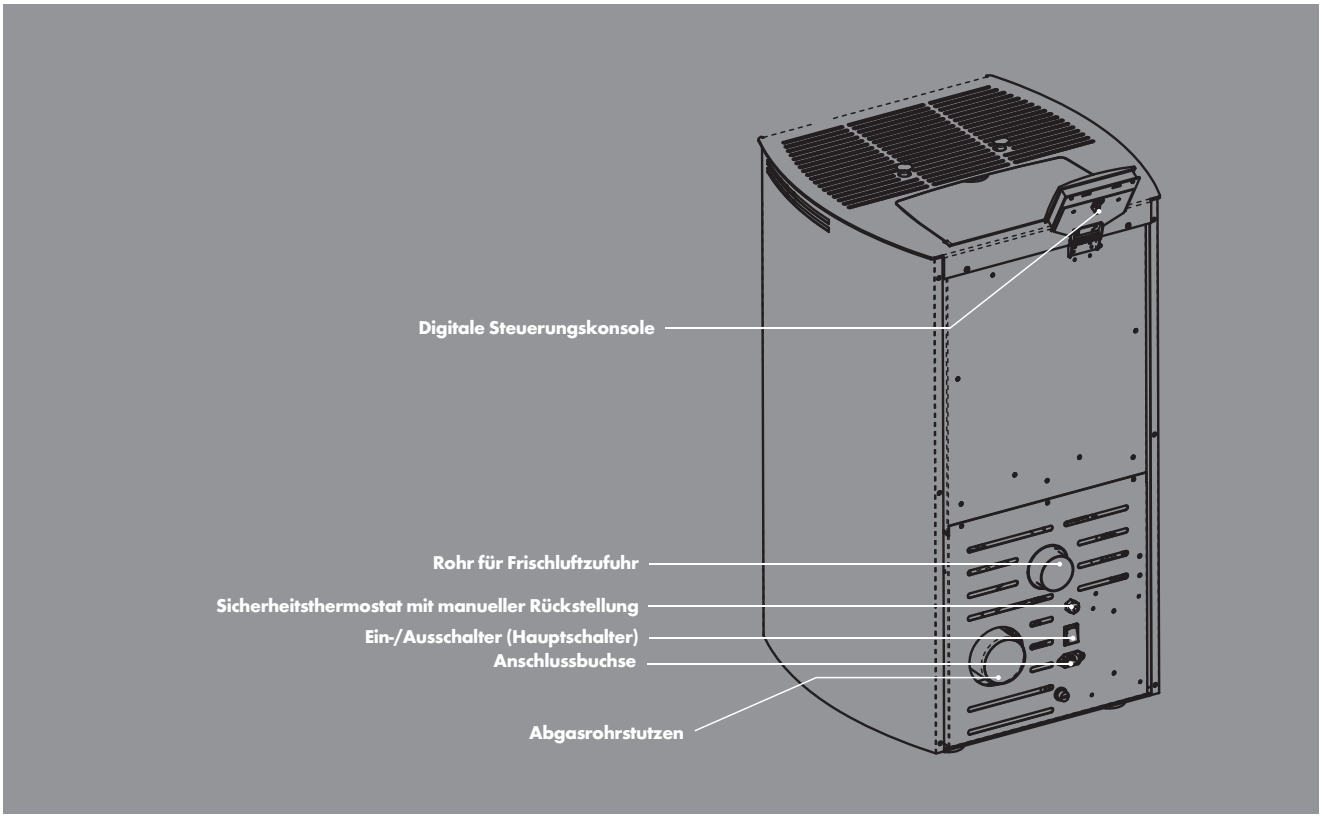
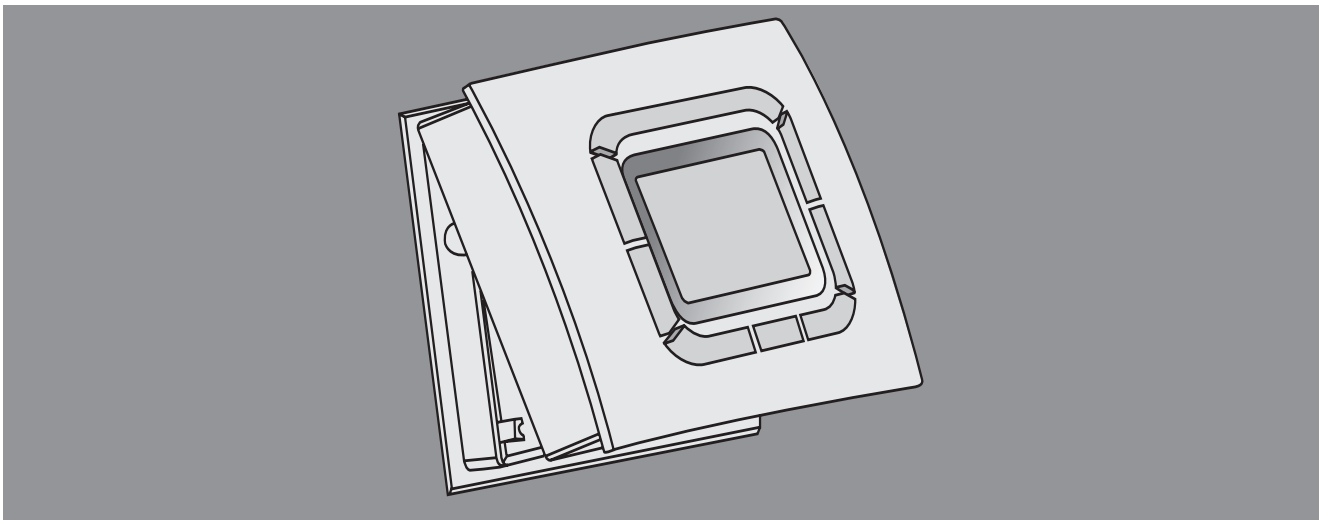

Abb. 1a: Geräteübersicht (Abbildung modellabhängig)
Abb. 2: Display-Montage
- Schalten Sie im Falle eines Schornsteinbrandes den Ofen sofort am Ein-/Ausschalter (Hauptschalter, siehe Abb. 1a) ab und ziehen Sie den Netzstecker aus der Steckdose. Versuchen Sie auf keinen Fall den Brand selbst zu löschen. Schütten Sie niemals Wasser in einen brennenden Schornstein. Rufen Sie unverzüglich die Feuerwehr! Lassen Sie zur Identifizierung der Brandursache den Schornstein unbedingt von Ihrem Bezirksschornsteinfeger überprüfen, bevor Sie den Pellet-Heizofen wieder in Betrieb nehmen.
- Schalten Sie den Ofen sofort am Ein-/Ausschalter (Hauptschalter, siehe Abb. 1a) ab, wenn aus irgendeinem Teil des Ofens oder des Abgasrohrs Rauch entweicht. Sorgen Sie für eine gute Raumbelüftung, indem Sie sämtliche Fenster öffnen. Lassen Sie den Ofen vollständig abkühlen, bevor Sie die Ursache der Rauchentwicklung ermitteln. Ziehen Sie, wenn nötig einen Fachmann hinzu. Starten Sie das Gerät nicht, bevor die Ursache der Rauchentwicklung geklärt und behoben wurde.
1. Schließen Sie einen dafür geeigneten hitzebständigen Schlauch bzw. Luftkanal **(Ø 60 mm, max. Länge 2,0 m)** am Luftansaugrohrstutzen (siehe Abb. 1a) an der Geräterückseite an.
Schalten Sie das Gerät am Ein-/Ausschalter (siehe Abb. 1a) ab. Lösen Sie das Frontteil. Drücken Sie hierfür fest auf die mit „PUSH“ gekennzeichnete Keiltaste an der Display-Unterseite. Entnehmen Sie das Frontteil, indem Sie es nach oben klappen (siehe Abb. 2).
1. Vergewissern Sie sich, dass der Ein-/Ausschalter (Hauptschalter, siehe Abb. 1a) auf der Position 0 steht.
2. Schließen Sie das beiliegende Netzkabel zunächst am Gerät an. Die Anschlussbuchse für das Netzkabel befindet sich unterhalb des Hauptschalters auf der Geräterückseite (siehe Abb. 1a). Stecken Sie dann das Netzkabel in eine geerdete, durch einen FI-Schutzschalter abgesicherte Steckdose (230 V~50 Hz).
3. Bringen Sie nun den Ein-/Ausschalter (Hauptschalter, siehe Abb. 1a) auf Position I. Das Gerät ist nun betriebsbereit und das Display zeigt die folgenden Informationen: